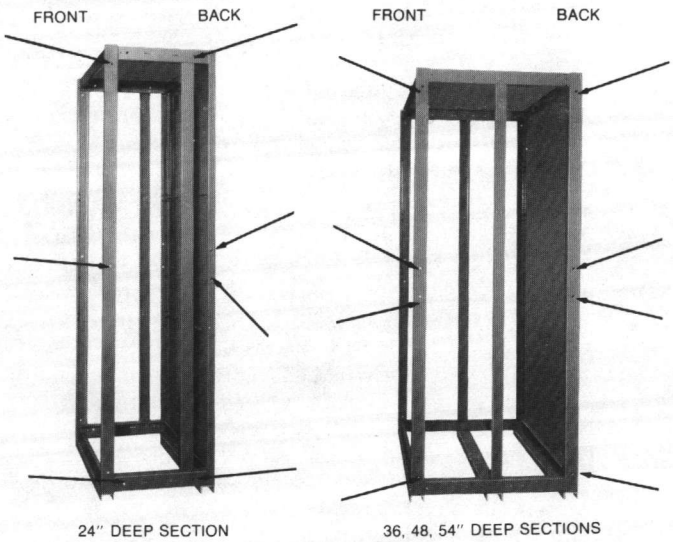
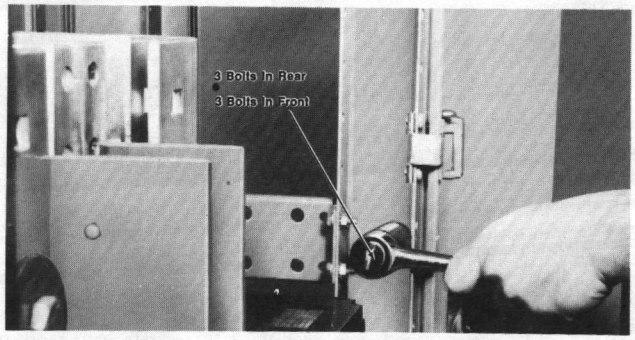

Figure 6
Figure 7
The front closure plates and, if possible, the back plates should be removed so that the adjacent shipping section frames can be bolted firmly together. There are ⅜-16 x 1.00 inch steel bolts furnished in a bag for this purpose. Bolts should be placed in the holes provided in the corner channels of the frames. A recommended arrangement is three (3) bolts in the front vertical corner channel and (3) bolts in the back vertical corner channel (See Figure 6). To facilitate assembly, locate the bolt head in the right hand section with the nut washers in the left hand section (See Figure 7).